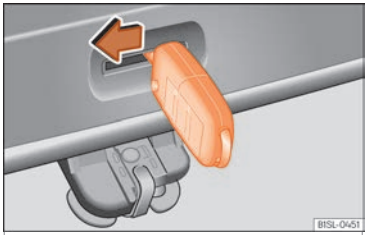

Fig. 8 From the trunk: emergency unlocking of the rear lid.
- Insert the key shaft into the rear lid opening ››› Fig. 8 and press the release lever in the direction of the arrow to unlock the rear lid.